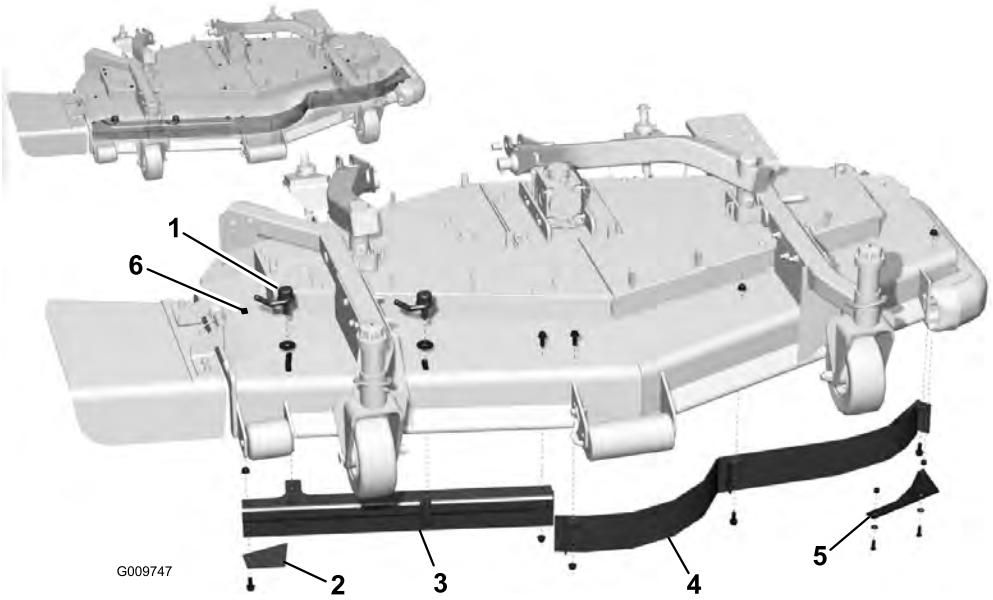

Figur 1
1. Ta bort spakarna eller bultarna samt brickorna och muttrarna från den justerbara utströmningsskärmen (Figur 1).
2. Ta bort bultarna och muttrarna som håller utkastarskärmen, den främre skärmen och turboplattan på plats (Figur 1).
3. Sätt tillbaka den inre vagnsbulten och muttern i det fyrkantiga hålet i däcket efter att du har tagit bort utkastarskärmen (Figur 1).